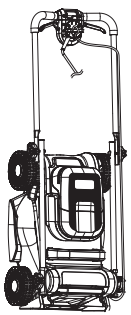

Fig. 21
- Depozitează mașina de tuns iarbă în poziție orizontală sau verticală (fig. 21).